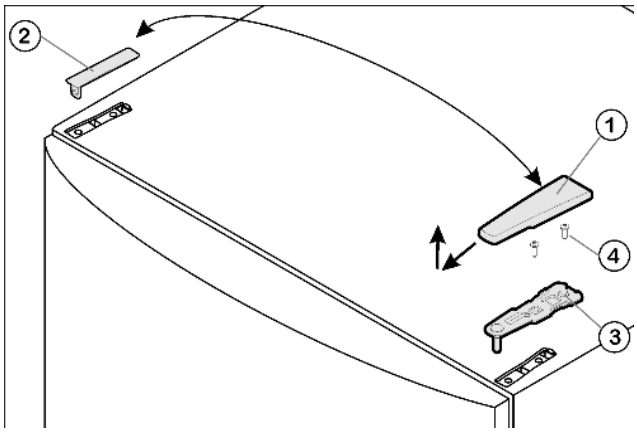

Fig. 4
▶ Крышку *Fig. 4 (1)* снимите движением вперед и вверх.
▶ Снимите крышку *Fig. 4 (2)*.
▶ Открутите верхний опорный кронштейн *Fig. 4 (3)*(2 шт. Torx 25) *Fig. 4 (4)* и вытяните вверх.
- Установите верхний опорный кронштейн *Fig. 4 (3)* на новой стороне шарнира и защелкните в дверце.
- Прикрутите верхнюю опорную подставку (2 шт. Torx 25) *Fig. 4 (4)*. При необходимости просверлите отверстия или используйте аккумуляторную отвертку.
- Наденьте и защёлкните крышку *Fig. 4 (1)* и крышку *Fig. 4 (2)* на противоположной стороне снаружи.